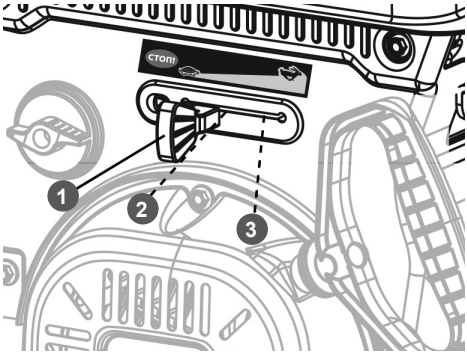

Рис. 31 Положения рычага газа
4. Переведите рычаг газа сначала в крайнее левое положение, затем в крайнее правое, после чего установите рычаг в среднее положение (Рис. 31).
2. Рычагом газа переведите двигатель в режим холостого хода (переведите рычаг газа в положение 2 (Рис. 31).
4. Переведите рычаг газа в положение 1 (крайнее левое) (Рис. 31).